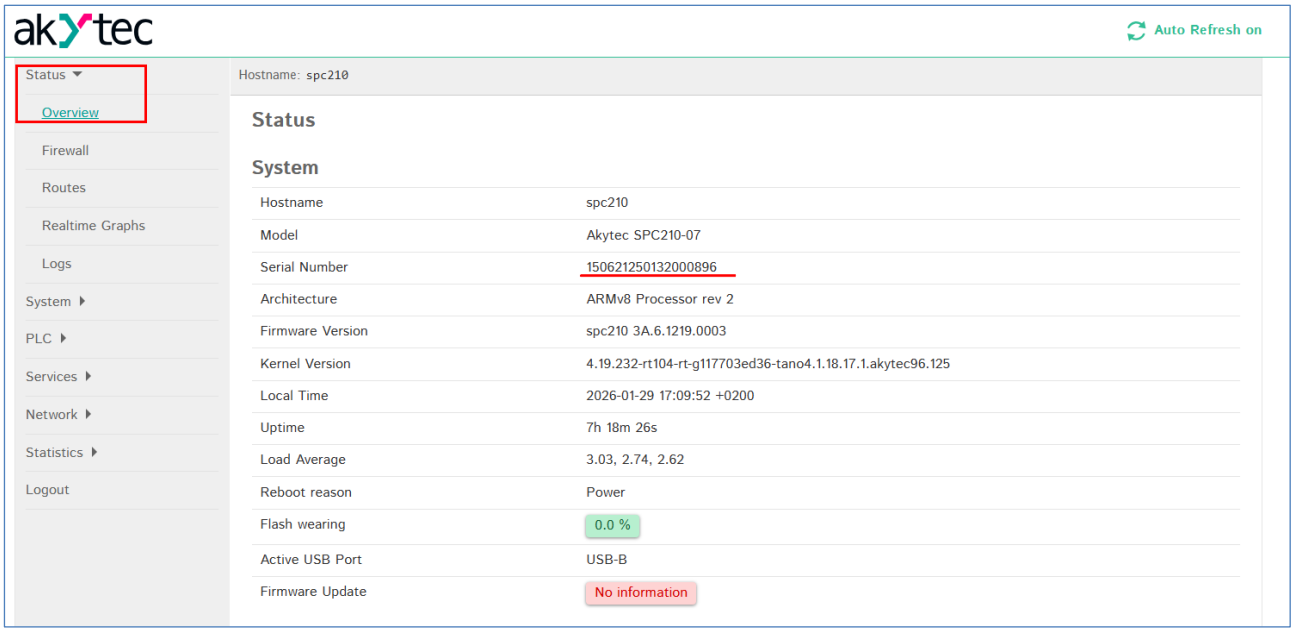

Fig. 6.6.9 ID – serial number of the device in web configurator
- ***ID*** – the controller's serial number. You can find this in the web configurator (Fig. 6.6.9) or on the device housing.